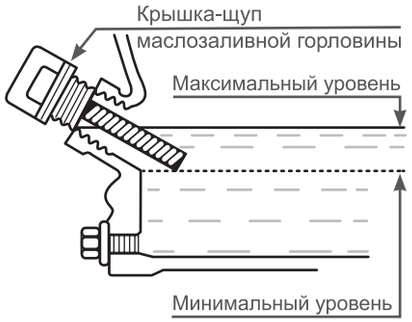

Рис. 6 Проверка уровня масла в картере
5. Аккуратно вытащите щуп и осмотрите его. Уровень масла должен соответствовать верхней отметке на щупе (Рис. 6).
Максимальный уровень масла в картере соответствует нижней кромке маслозаливной горловины (Рис. 6).
При недостаточном уровне масла в картере необходимо долить чистое масло до верхней отметки на щупе, что соответствует нижней кромке заливного отверстия (Рис. 6). После окончательной проверки, плотно закрутите крышку-щуп.